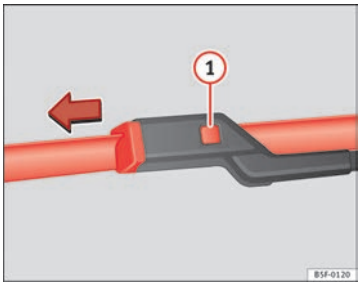

Fig. 118 Substituição das escovas do limpa pára-brisas.
- Mantenha pressionado o botão de desbloqueio ⇒ Fig. 118 (1) e puxe ligeiramente a escova no sentido indicado pela seta.